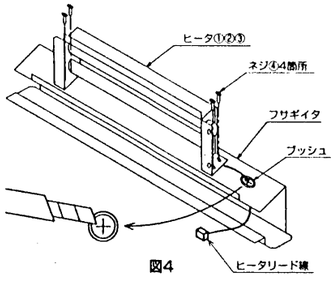

図4
2. 1 項で取出したフサギイタに、電気ヒータ（①②③）を付属の取付ネジ④にて4箇所ネジ止めしてください。(図4参照)
3. フサギイタに取付けてあるブッシュにカッターナイフ等で切込みを入れ、ヒータのリード線を通してください。(図4参照)